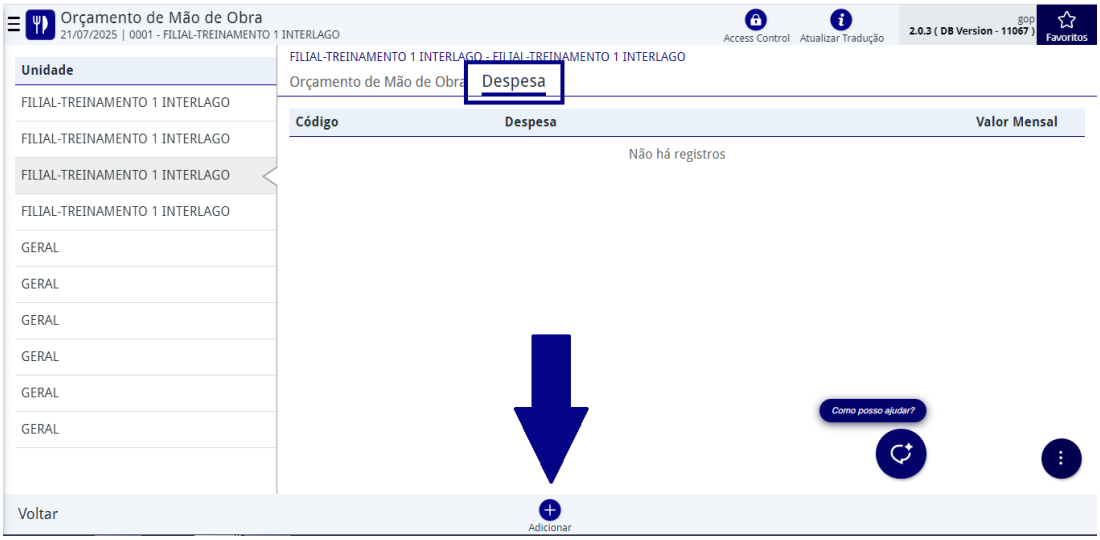

Figura 100: Guia Despesa
1. Clique em **Adicionar** (Figura 100) na guia **Despesa**.